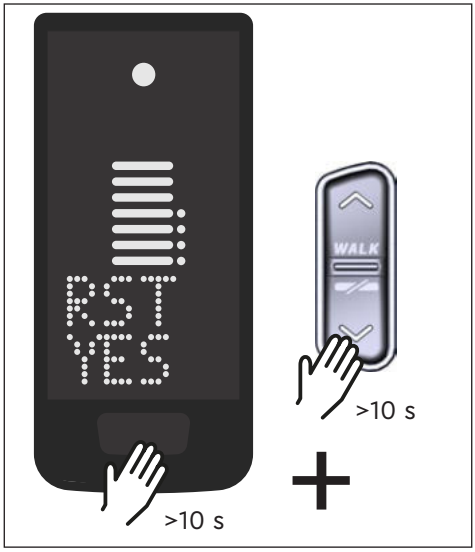

Fig. 10: Reset alle impostazioni di fabbrica
- ▶ Tenere premuto il pulsante di controllo sul Display e il pulsante di controllo DOWN sul Remote per almeno 10 s. Viene visualizzata per prima la modalità di configurazione, seguita da RESET (vedi Fig. 10).